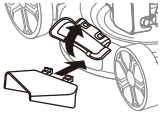

Fig.11A
2. Open the mulch door. (Fig.11A)